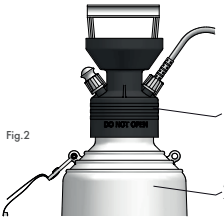

Fig.2
Il est interdit de dévisser la tête (fig. 2/pos. 1) du réservoir (fig. 2/pos. 2).